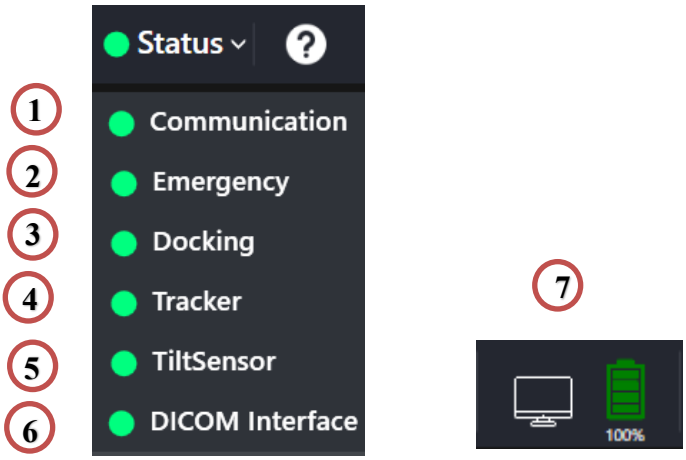

Figure 3.15 *Machine Communication Status Bar*
This section of the application interface screen displays the status of various device related modules like Communication (1), Emergency (2), Docking (3), Tracker (4) , TiltSensor (5), DICOM Interface (6), PC Battery (7) and Device Battery (8) as shown in the figure 3.15.The icons changes from green to red based on their status respectively. The device status is monitored continually during the procedure and the information updated in the status icon almost instantly.